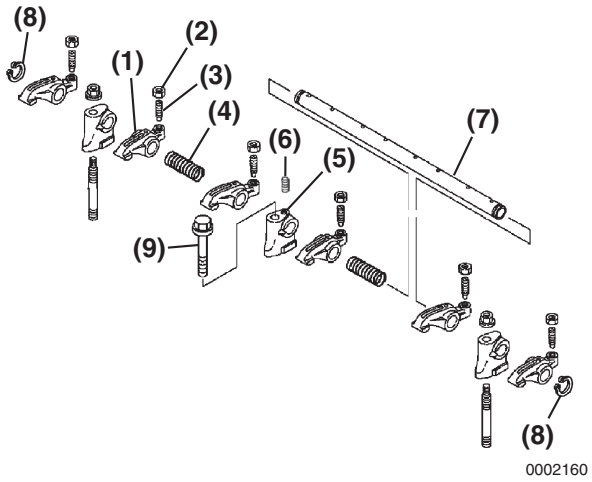

Figure 6-32
1. Lubricate the rocker arm shaft. Slide the rocker arm supports **(Figure 6-32, (5))**, springs **(Figure 6-32, (4))** and rocker arms **(Figure 6-32, (1))** onto the shaft.
2. Align the hole in the rocker arm shaft **(Figure 6-32, (7))** and the hole in the rocker arm support **(Figure 6-32, (5))**. Reinstall the alignment set screw **(Figure 6-32, (6))**.
4. If removed, reinstall the valve adjusting screws **(Figure 6-32, (3))** and lock nuts **(Figure 6-32, (2))**.